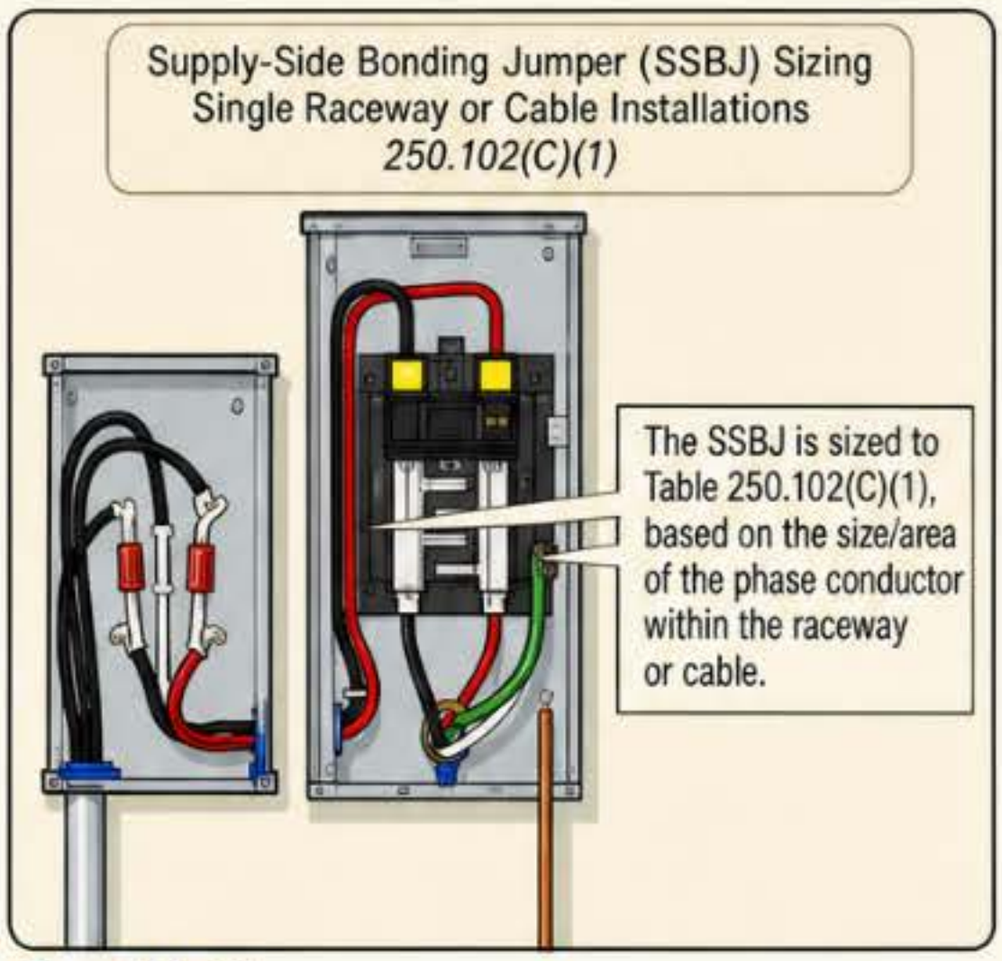

Figure 250–187
(1) Single Raceway or Cable Installations. Supply-side bonding jumpers must be sized in accordance with Table 250.102(C)(1), based on the size/area of the phase conductor within the raceway or cable. *Figure 250–187*